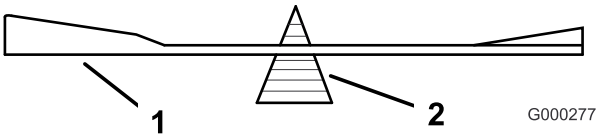
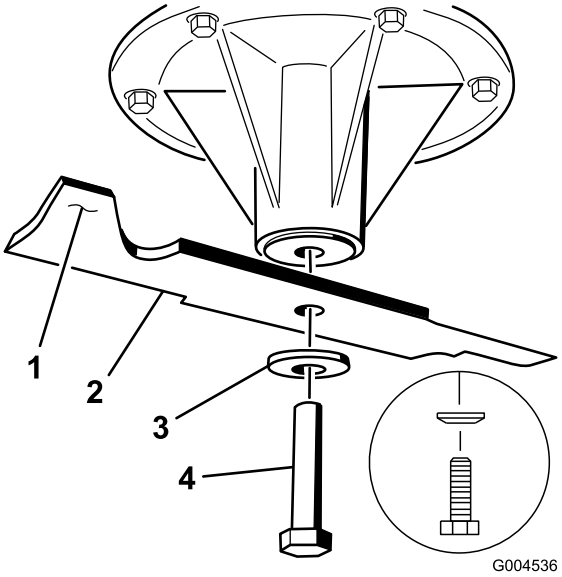

Figur 98
Figur 99
2. Kontroller skæreknivens balance ved at placere den på en afbalanceringsenhed (Figur 98). Hvis skærekniven forbliver i en vandret position, er skærekniven afbalanceret og kan benyttes. Hvis skærekniven ikke er afbalanceret, skal der slibes lidt mere metal af enden af sejlområdet (Figur 99). Gentag denne procedure, indtil skærekniven er afbalanceret.
1. Monter skærekniven på spindelakslen (Figur 99).
2. Monter fjederskiven og skæreknivsbolten. Fjederskivens konus skal installeres mod boltens hoved (Figur 99). Tilspænd skæreknivsbolten med et moment på 115–149 Nm.